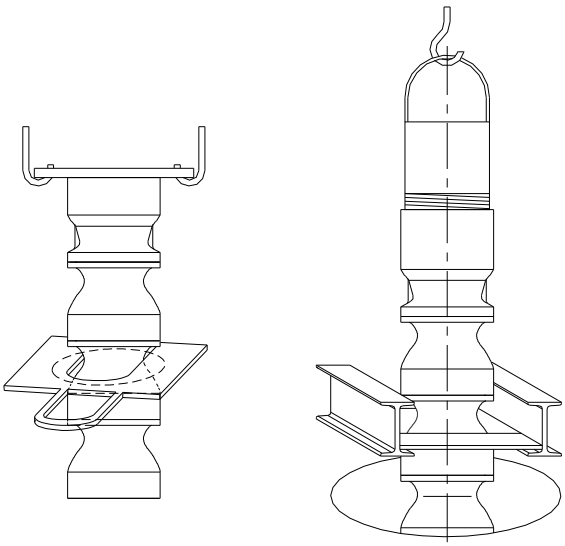

Figure 5
Place two I-beam supports across the base plate opening, strong enough to safely support the weight of the entire pump assembly. These I-beams should be connected by threaded rods and nuts so as to clamp them firmly together for the portion to be supported. (See Figure 5).
8. Attach sling to elevator clamps or eye bolts and hoist into position over foundation opening (See Figure 5).